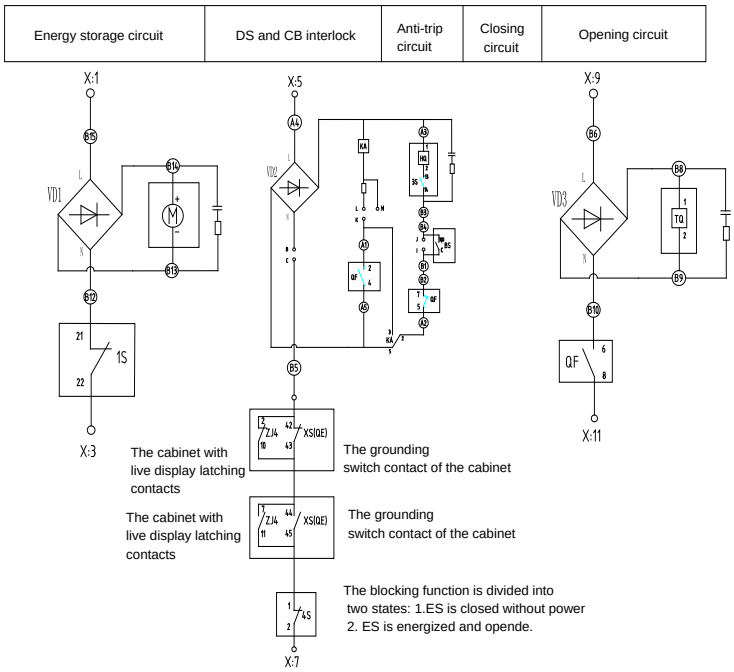

Figure 5 Schematic diagram of electric switch mechanism for circuit breaker switch operation
3.3.4 Schematic diagram of the electric operating mechanism of the circuit breaker switch operation is shown in Figure 5.